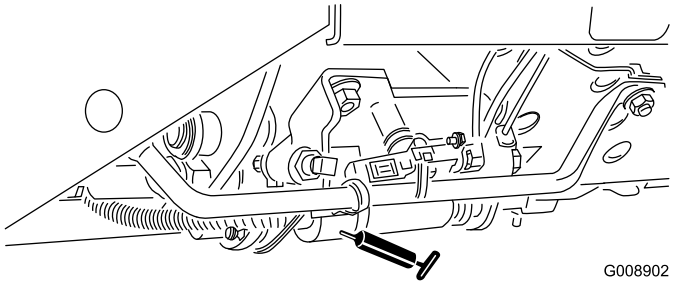

Figur 47
- Klippe-/transportpedal (Figur 47)